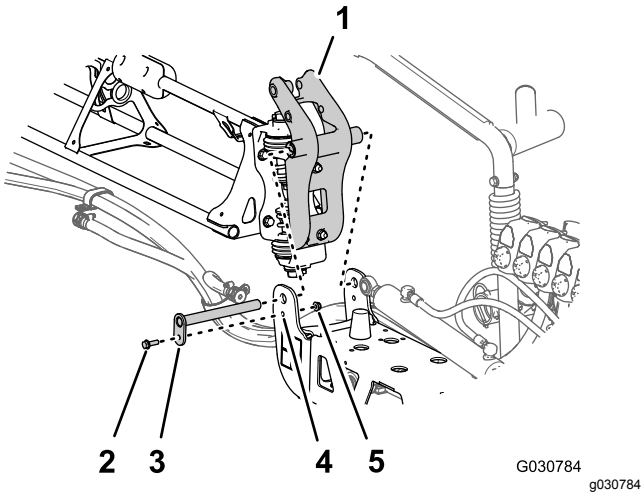

Figur 135
3. Juster bøsningerne i drejefittingen efter hullerne i flangerne på akselbeslaget for enden af midterbomsektionen (Figur 135).